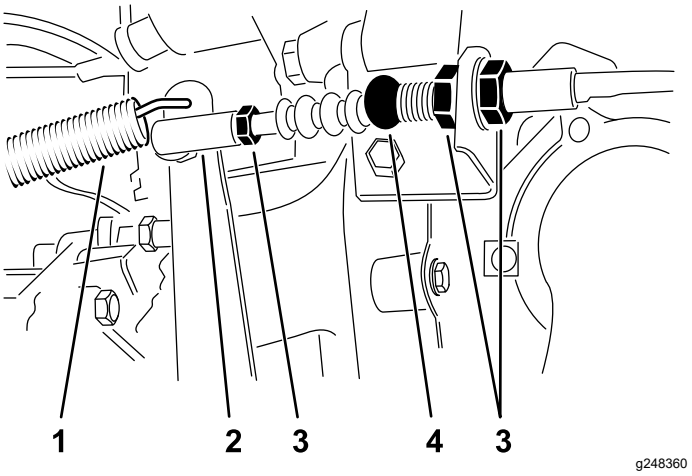

Bild 63
1. Lösen Sie die Klemmmuttern, mit denen das Kupplungskabel an der Halterung am Glockengehäuse befestigt ist (Bild 63).